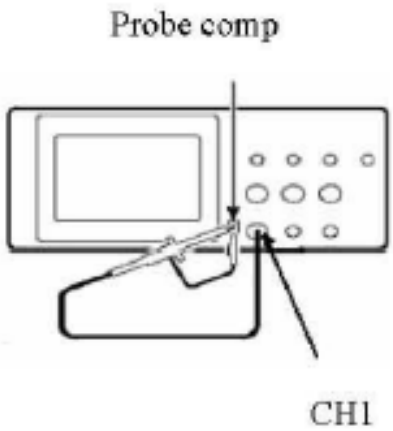

Abb. 5 Anschluss des Tastkopfes
Verbinden Sie Tastkopfspitze und Erdungsklemme mit dem Stecker des Taskopfkompensators (siehe Abb. 5).
1. Stellen Sie den Dämpfungsfaktor des Tastkopfes im Menü auf 10X, stellen Sie den Schalter am Tastkopf ebenfalls auf 10X und schließen Sie den Tastkopf an Kanal 1 an. Stellen Sie bei Verwendung der Hakenspitze sicher, dass diese sicher mit dem Tastkopf verbunden bleibt. Verbinden Sie die Tastkopfspitze mit dem Signalstecker des Tastkopfkompensators und verbinden Sie die Klemme des Referenzkabels mit der Erdungsklemme des Tastkopfkompensators; drücken Sie dann die Taste AUTOSET (siehe Abb. 5).